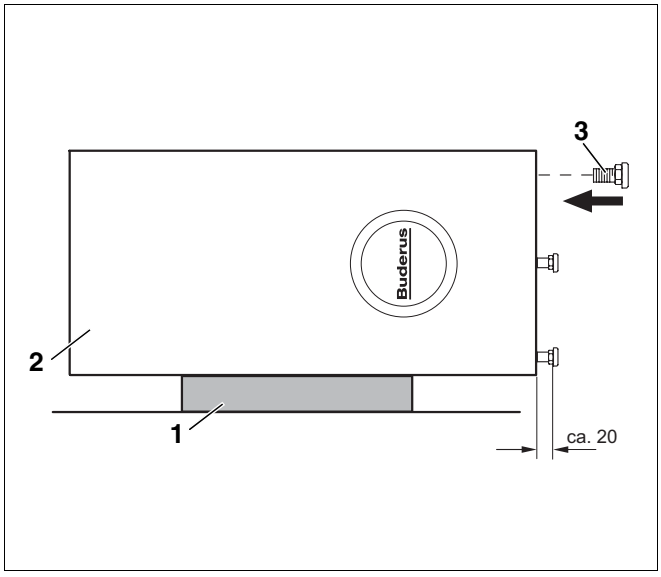

Rys. 5 Montaż śrub poziomujących
- Przechylić podgrzewacz (rys. 5, **poz. 2**) i ostrożnie położyć na podkładce (rys. 5, **poz. 1**).
- Wyjąć śruby poziomujące z podkładki ze styropianu i wkręcić śruby poziomujące M10 × 30 (rys. 5, **poz. 3**) w dno podgrzewacza.